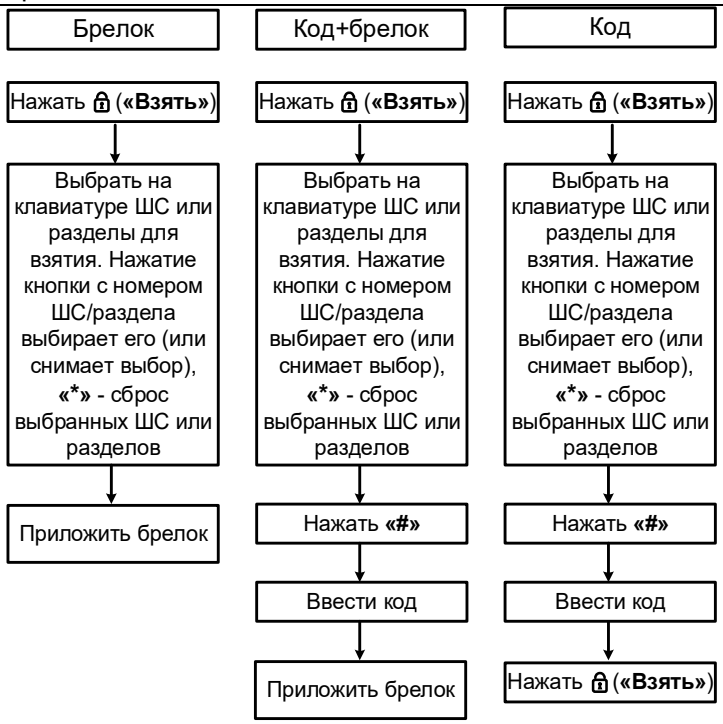

Рисунок 3 – Постановка под охрану с выбором шлейфов
- Если необходимо взять под охрану часть шлейфов (частичное взятие), то выбрать с помощью клавиатуры нужные шлейфы (по умолчанию для взятия выбраны все шлейфы, нажать **«*»** для сброса всех выбранных шлейфов, клавишами «**0**» – «**9**» выбрать (или снять выбор) нужный шлейф, соответствующий номеру клавиши для постановки под охрану (см. рисунок 3) и ввести код идентификации хозоргана одним из способов, указанных в п. 2.1 и на рисунке 3 и согласованным с ПЦН;